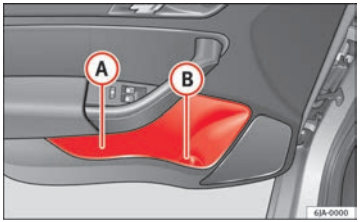

Fig. 95 Storage compartment in door trim
There is a bottle carrier in part (B) ⇒ Fig. 95 of the storage compartment in the front door.
Only use part (A) ⇒ Fig. 95 of the compartment in the front door to store objects that do not protrude from it so as not the limit the deployment area of the side airbags.